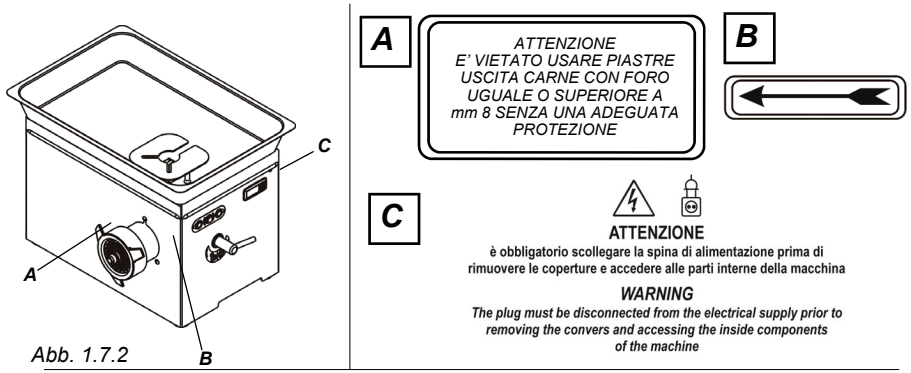

Abb. 1.7.2
1.7.1 - Schilder mit Warn- und Gefahrenhinweisen (Abb. 1.7.2)